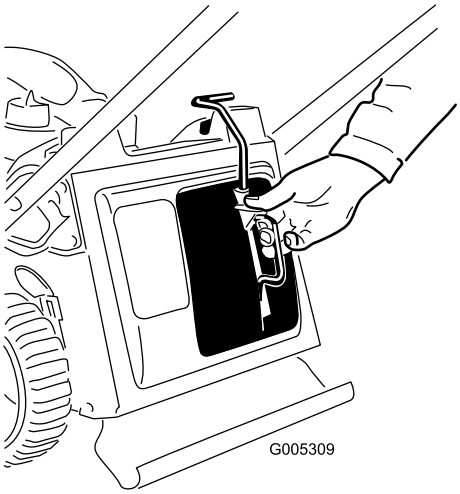
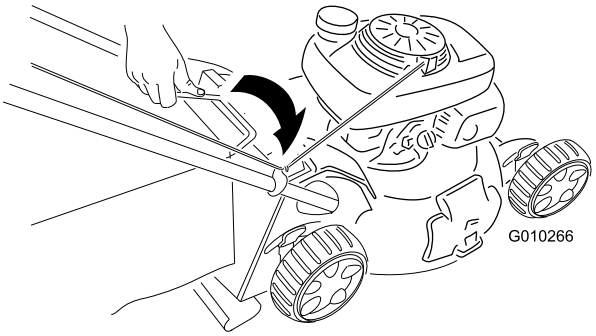

Figur 21
Figur 22
1. Monter kværndækslet (Figur 21) eller græsposen (Figur 22) på maskinen.